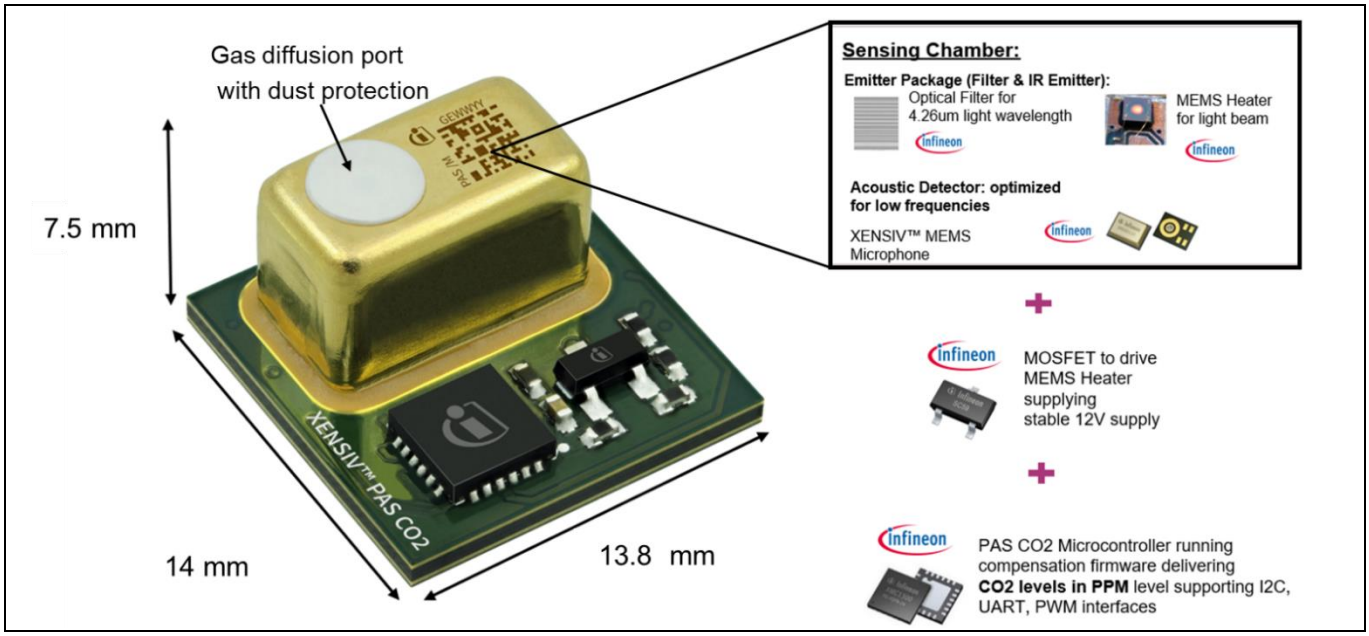

Figure 1 XENSIV™ PAS CO2 gas sensor (PASCO2V01)
As shown in Figure 1, XENSIV™ PAS CO2 comprises a gas measuring cell with an infrared (IR) emitter, a high-SNR microphone as the acoustic detector, and an XMC™ microcontroller for data processing. The diffuser port on the top side of the measuring cell allows for efficient gas exchange while maintaining dust protection. The sensor module allows for integration via surface mount soldering via the pads on the bottom side of its PCB. All the key components are developed in-house, ensuring the highest quality and performance. However, proper implementation of the sensor in the application environment is essential to achieve the best sensor performance.